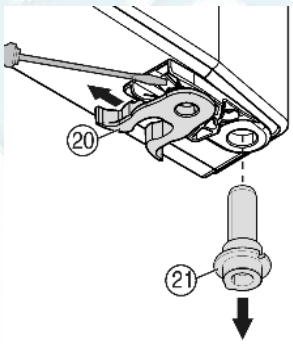

Fig. 8
- ▶ переставить пружинный зажим *Fig. 8 (20)*: Нажмите вниз язычок защелки, снимите с него пружинный зажим.
- ▶ Извлеките опорный палец *Fig. 8 (21)* из втулки двери и вставьте вместе с шайбами на противоположную сторону. Язычок защелки должен быть направлен к внутренней стороне двери, паз — к внешней стороне.
- ▶ Поверните нижнюю часть двери и вставьте опорный палец *Fig. 8 (21)* в опорный кронштейн. При необходимости покрутите опорный палец, чтобы он смог заскочить.